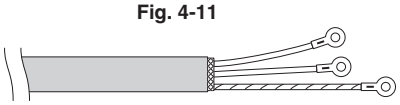

Fig. 4-12
(4) Fixez les cosses annulaires à sertir sur les fils de signal et les fils blindés isolés à l'Étape (2). (Fig. 4-12)